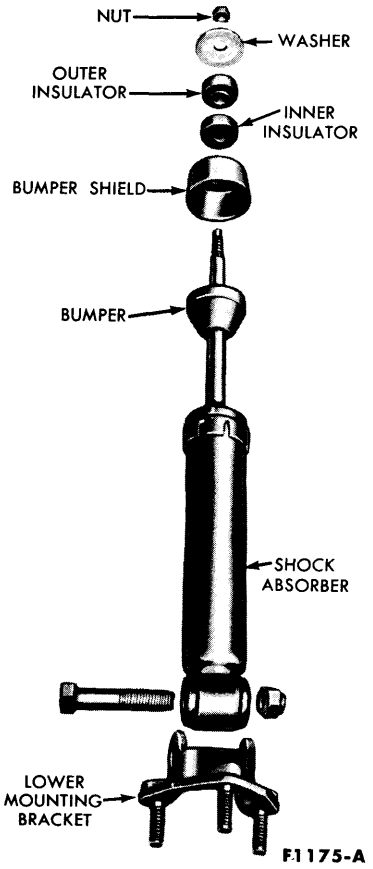

FIG. 30—Shock Absorber—Exploded View
2. Disconnect the shock absorber lower mounting bracket from the upper arm by removing the three retaining nuts and washers (Figs. 30 and 31).
4. Remove the shock absorber upper retaining nut washer and insulator, then separate the shock absorber from the upper mounting plate (Fig. 30).